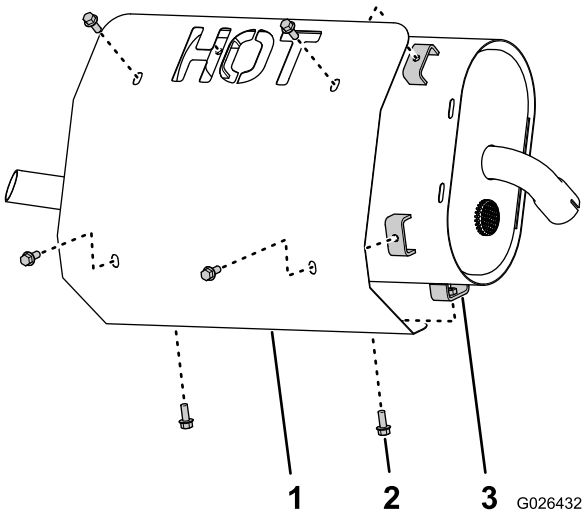

Figuur 7
1. Lijn de openingen in het hittescherm uit met de lasmoeren in de schermbeugels van de demper (Figuur 7).
2. Bevestig het scherm aan de demper (Figuur 7) met 6 flenskopbouten (1/4 x 5/8 inch).